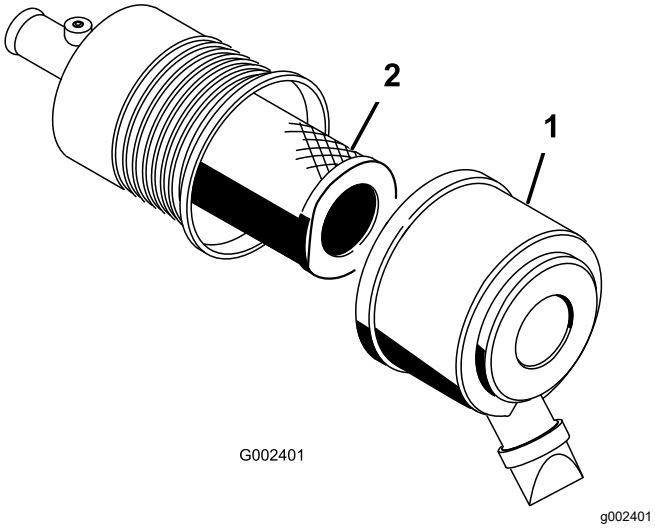

Figur 43
1. Lossa spärrhakarna på luftrenaren och dra av luftrenarkåpan från luftrenarhuset (Figur 43).
3. Dra försiktigt ut filtret ur luftrenarhuset (Figur 43).
5. Skjut försiktigt på filtret över röret (Figur 43).
6. Sätt tillbaka luftrenarkåpan med sidan uppåt och fäst spärrhakarna (Figur 43).